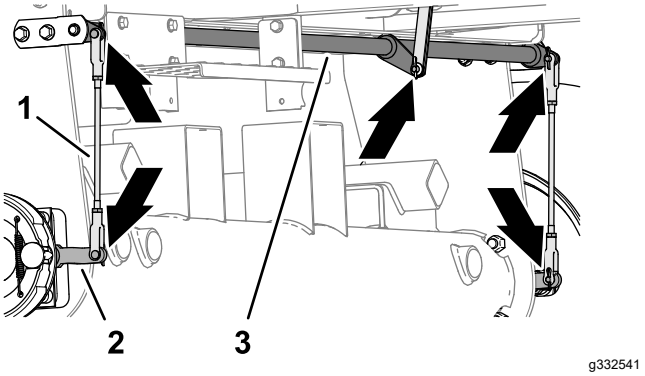

Figuur 68
1. Controleer de linker en rechter remstang (Figuur 68) op beschadiging en slijtage.
2. Controleer de scharnieras van de rem (Figuur 68) op beschadiging en slijtage.